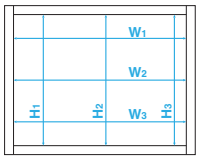

図1
④ 樹脂額縁に凹凸がないこと
⑤ アングルから額縁先端まで110㎜以上であること
⑥ 開口の狂いが3㎜以下であること（図1～3）
⑦ 既設アングル立上がり寸法が2㎜以下であること（樹脂額縁上面から既設アングル立上がり寸法最高点まで）
⑨ 額縁開口部に凹凸がないこと
⑩ 枠の内面から100㎜以上あること
●図1のH_1～H_3およびW_1～W_3の 寸法差が3㎜以下 であることをご確認ください。